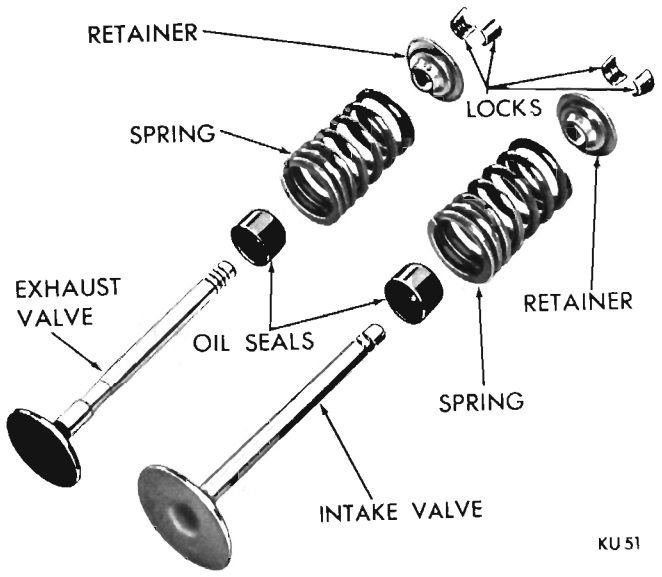

Fig. 19—Valve Assembly (Disassembled View)
(1) Coat valve stems with lubricating oil and insert them in position in cylinder head.
(2) Install new cup seals on the intake and exhaust valve stems and over valve guides (Fig. 19 and 20) and install valve springs and retainers.
(3) Compress valve springs with Tool C-3422A. Install locks and release tool.